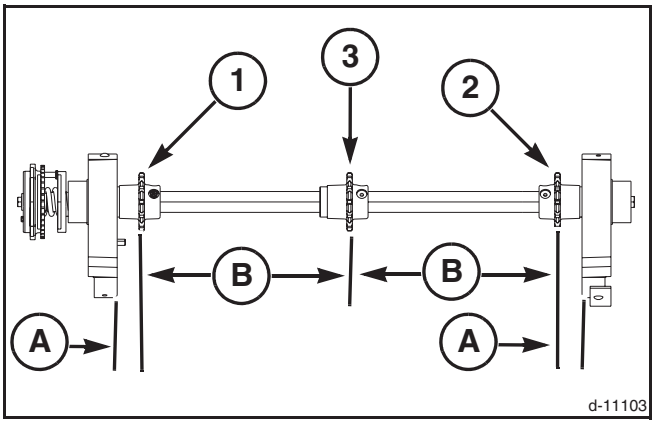

FIG. 801
26.	Engine PTO (670)	Drive	2100	387.80 338.06	4B-PB 3B-PB
FIG. 801: Serial Number HP36101 to HR36999 - Position the tooth centerline of the left-hand (1) and of the right-hand (2) sprocket to a dimension (A) of 74.6 mm (2.937 in) from the inside surface of the pivot housings.